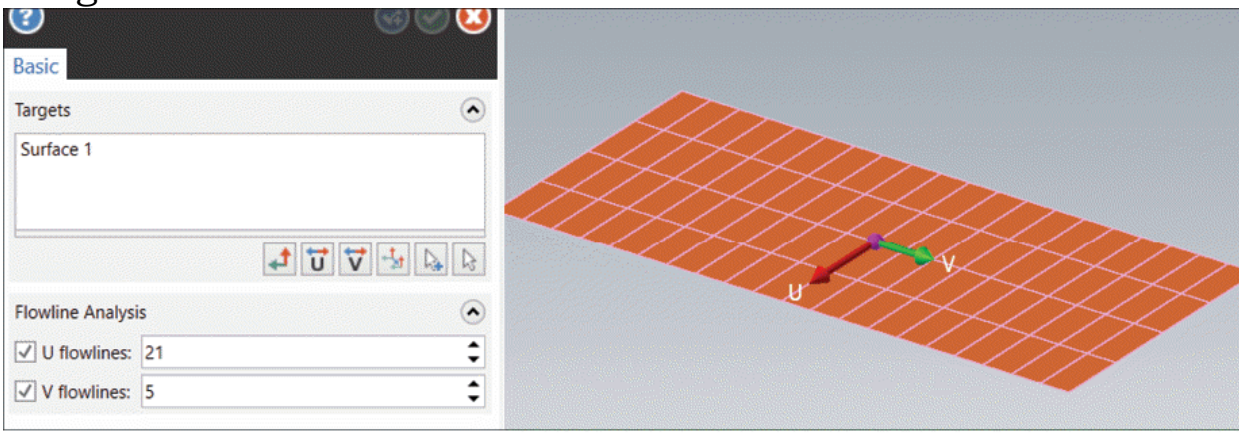

Figure-77. Preview of UV lines
- Select desired surface whose UV lines are to be modified and press **ENTER**. Preview of UV lines will be displayed; refer to Figure-77.